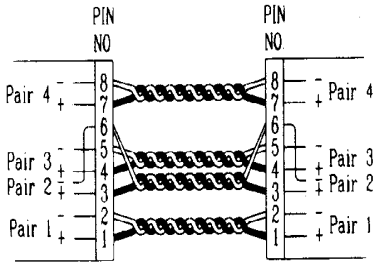

Fig 2-8 Pair Wires
- There are four pairs of wires, they are in group of {1 and 2}, {3 and 6},{4 and 5},{7 and 8}. Please see Fig 2-8 for diagram.